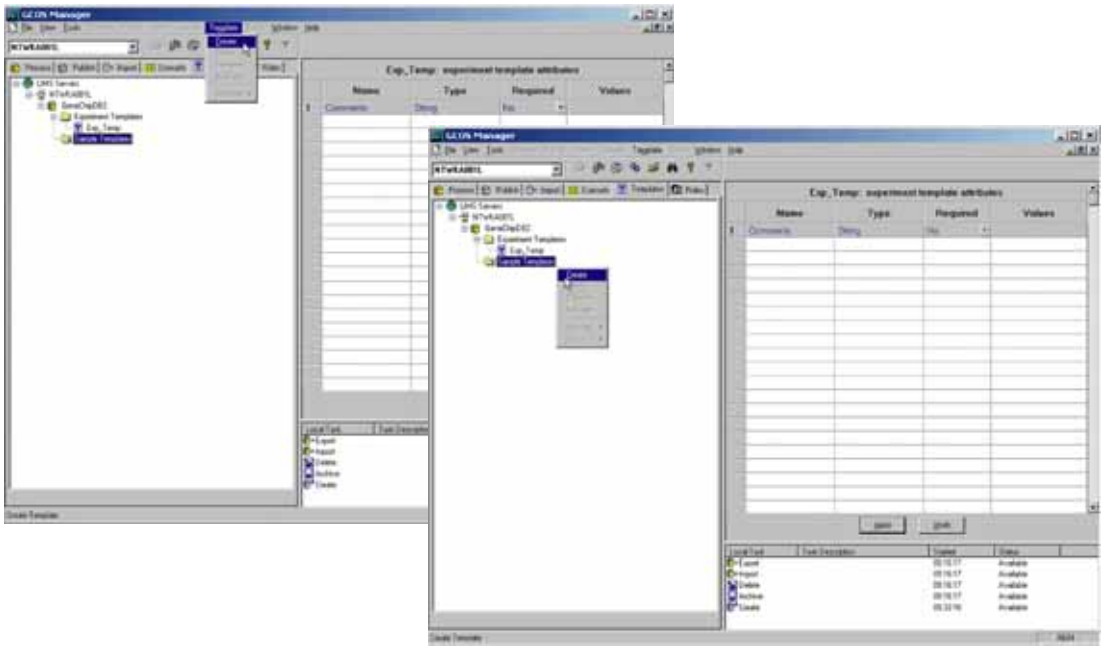

Figure A.12
43. Select **Template →Create** from the menu bar. (If it is grayed out, highlight the Sample Templates folder again, or right-click the Sample Template folder and select **Create** from the shortcut menu that appears.) **(Figure A.12)**